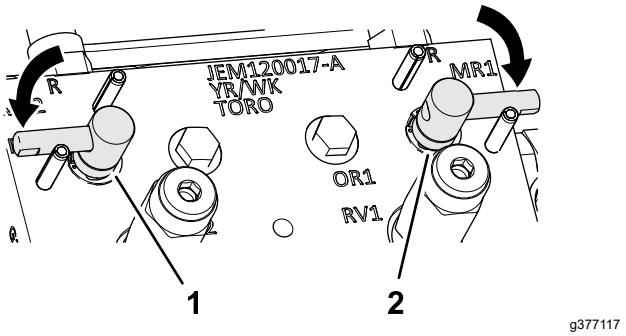

Figuur 148
3. Zet de wethendels in de stand F (maaien) (Figuur 148).